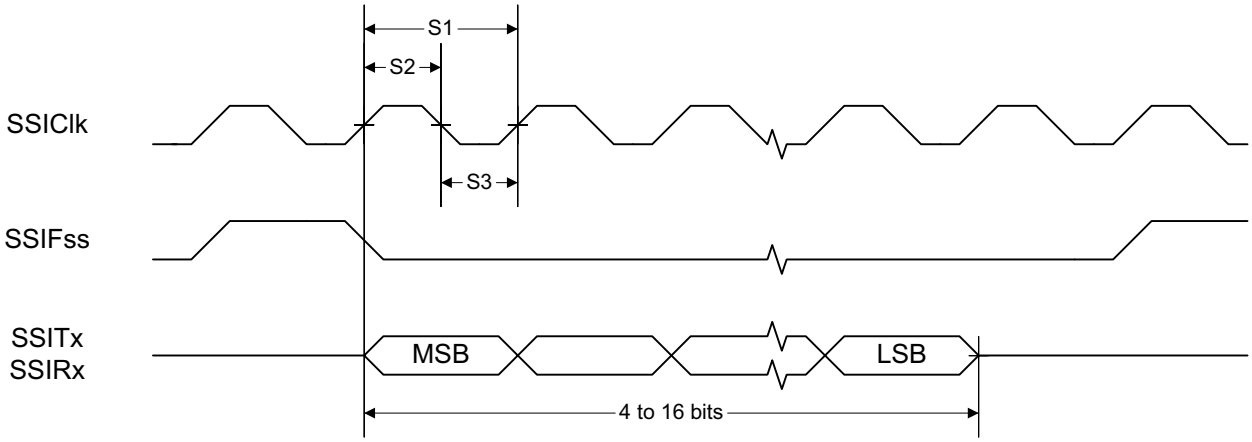
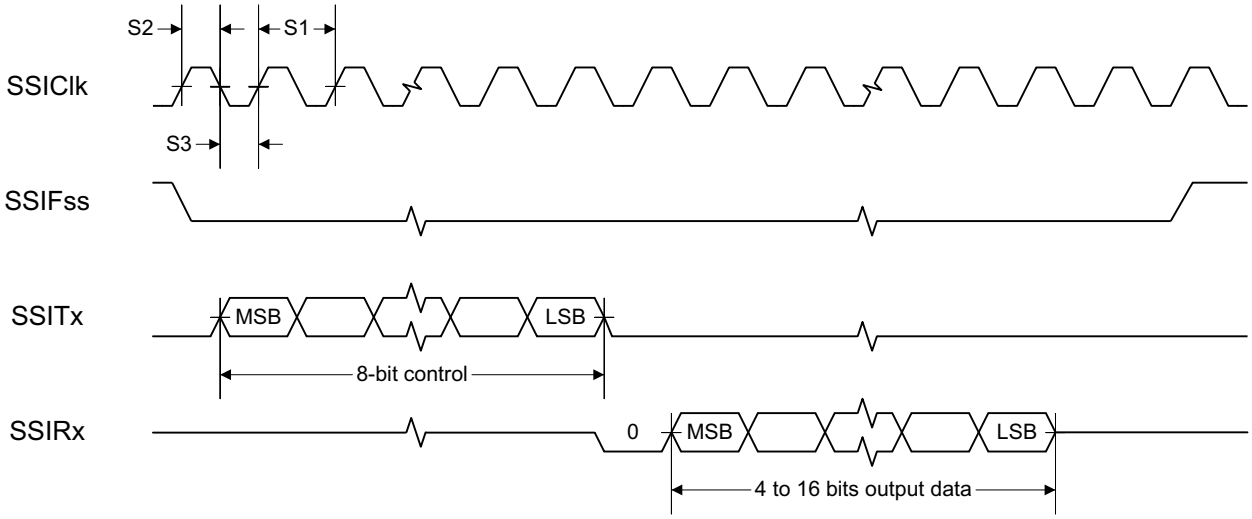
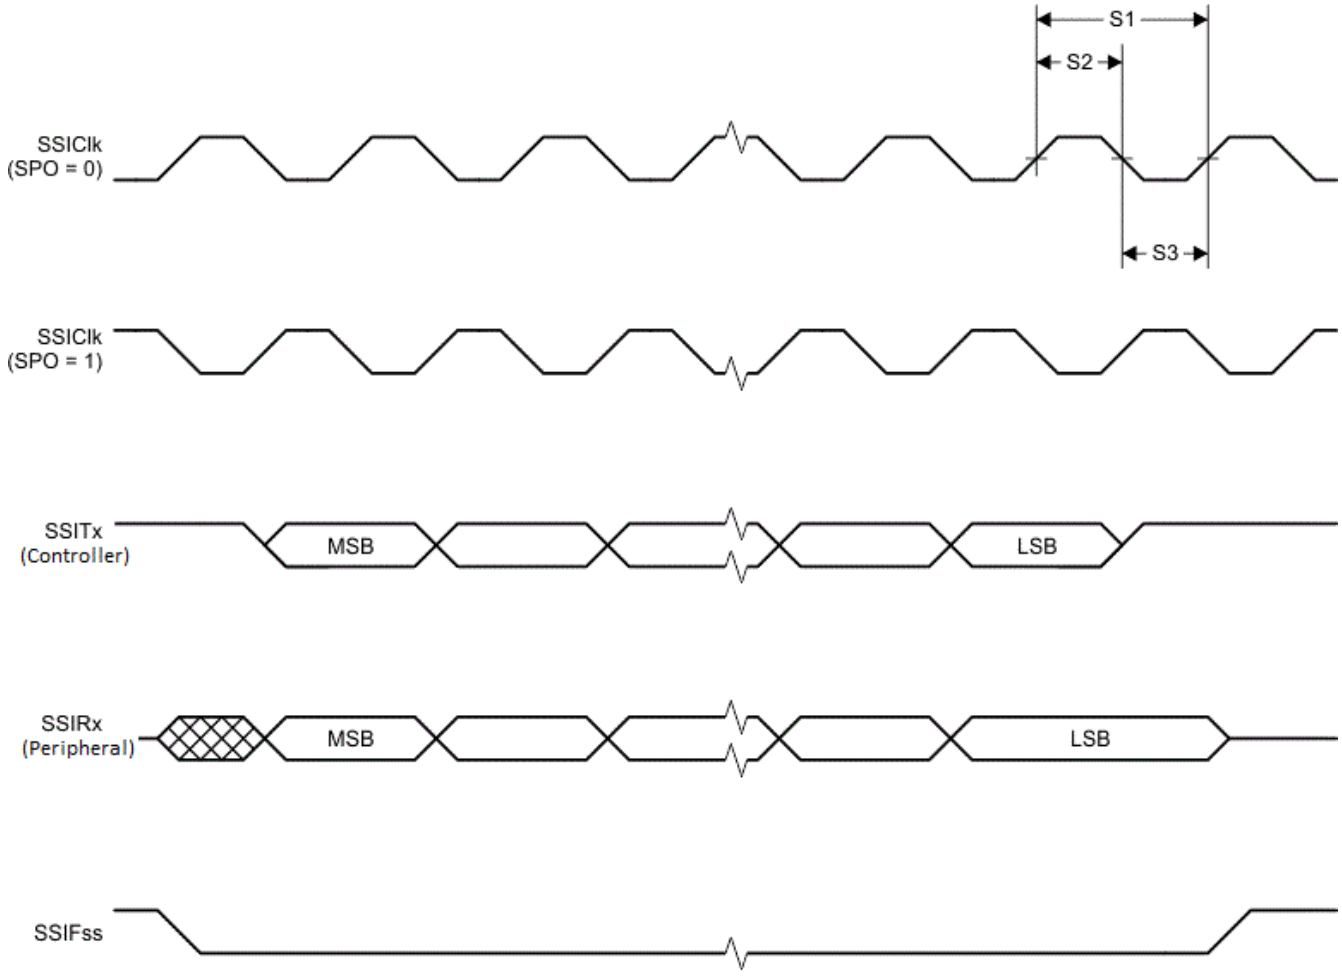

図 8-1. SSI Timing for TI Frame Format (FRF = 01), Single Transfer Timing Measurement
図 8-2. SSI Timing for MICROWIRE Frame Format (FRF = 10), Single Transfer
図 8-3. SSI Timing for SPI Frame Format (FRF = 00), With SPH = 1
(1) Refer to SSI timing diagrams Figure 8-1, Figure 8-2, and Figure 8-3.
(2) When using the TI-provided Power driver, the SSI system clock is always 48 MHz.